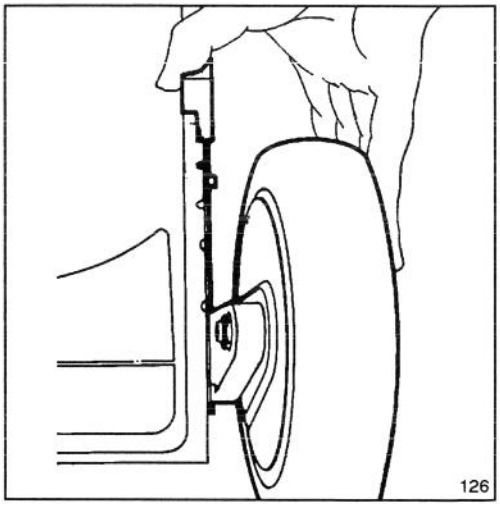

Figure 9
2. For easier adjustment, lift housing up so wheel is off ground. **Do not place hands under deck to lift housing.** Squeeze adjusting lever toward wheel (Fig. 9) and move it to the desired setting. Ensure pin on adjusting lever engages notch in housing wear plate. Adjust all wheels to the same setting.